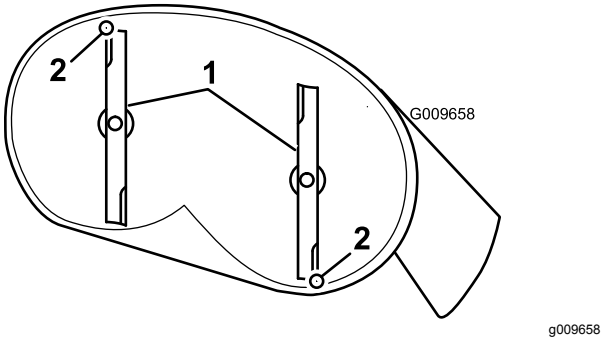

Figura 62
4. Rode com cuidado as lâminas para ficarem viradas da frente para trás (Figura 62 eFigura 63).
5. Meça da ponta da lâmina da frente até à superfície plana e da ponta da lâmina de trás até à superfície plana (Figura 62).
7. Após o ajuste, verifique a inclinação entre a frente e a traseira, continue a ajustar a porca até a ponta da lâmina frontal ficar 1,6 a 7,9 mm mais baixa que a ponta da lâmina traseira (Figura 62).